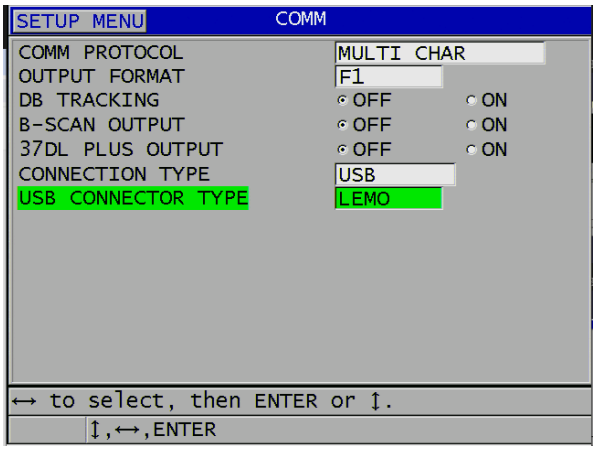

Rysunek 14-1 Wybór USB i typu złącza
6. Na ekranie **COMM** (Komunikacja) ustaw opcję **CONNECTION TYPE** (Typ połączenia) na **USB** (patrz Rysunek 14-1 na stronie 285).